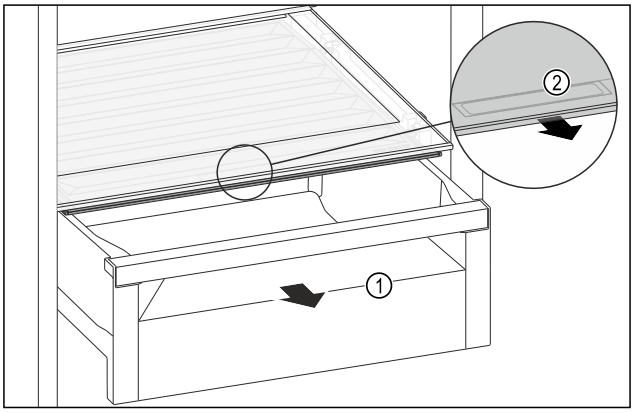

Fig. 184
▶ Extrageți sertarul *Fig. 184 (1)*.
▶ Prindeți mânerul încastrat *Fig. 184 (2)* de la capacul compartimentului și trageți concomitent capacul compartimentului spre partea frontală.